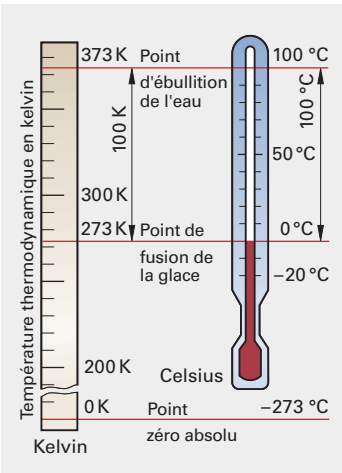

Fig. 3: Échelles de température
La température décrit l'état thermique de corps, de liquides ou de gaz. Le **kelvin (K)** est la fraction 1/273,15 de la différence de température entre le point zéro absolu et le point de fusion de la glace **(fig. 3)**. L'unité la plus courante de température est le **degré Celsius (°C)**. Le point de fusion de la glace correspond à 0 °C, le point d'ébullition de l'eau est de 100 °C.